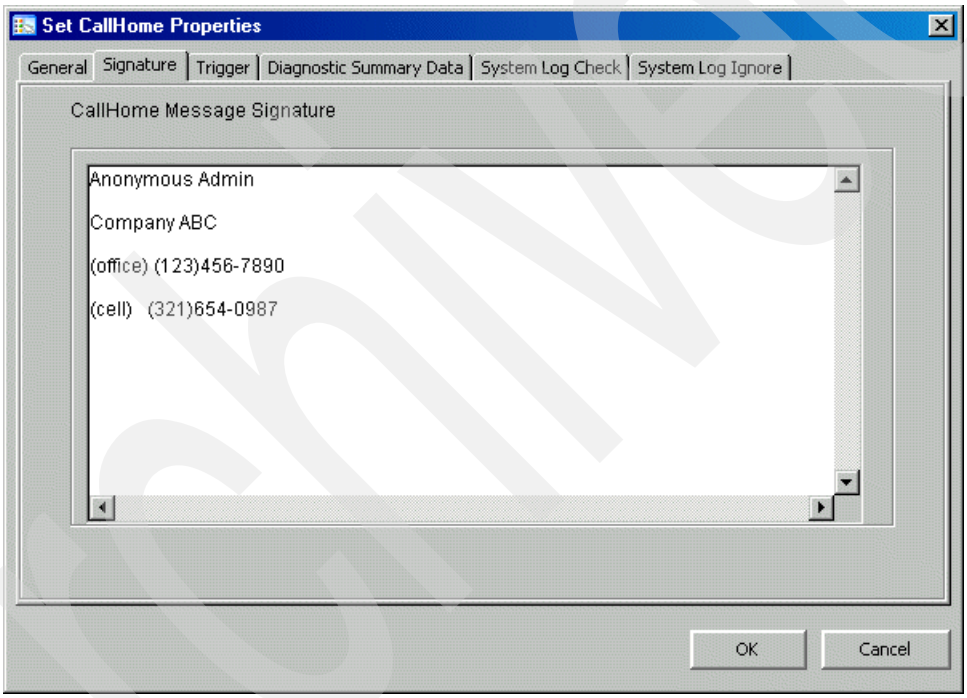

Figure 6-10 Signature tab
- In the *Signature tab* (Figure 6-10), you place critical contact information. This information is included in the e-mail that is sent with the alerts.